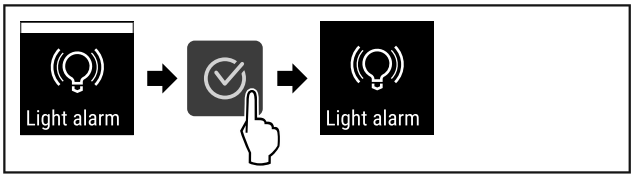

Fig. 99
▶ Ejecutar los pasos (consulte Fig. 99) .